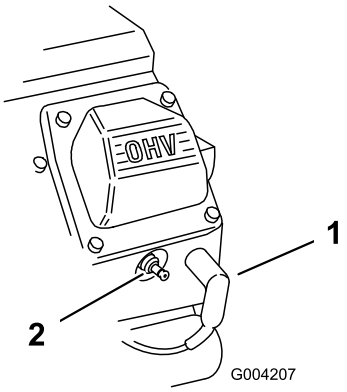

Figur 35
3. Lossa kablarna från tändstiften (Figur 35).
3. Skjut på kablarna på tändstiften (Figur 35).